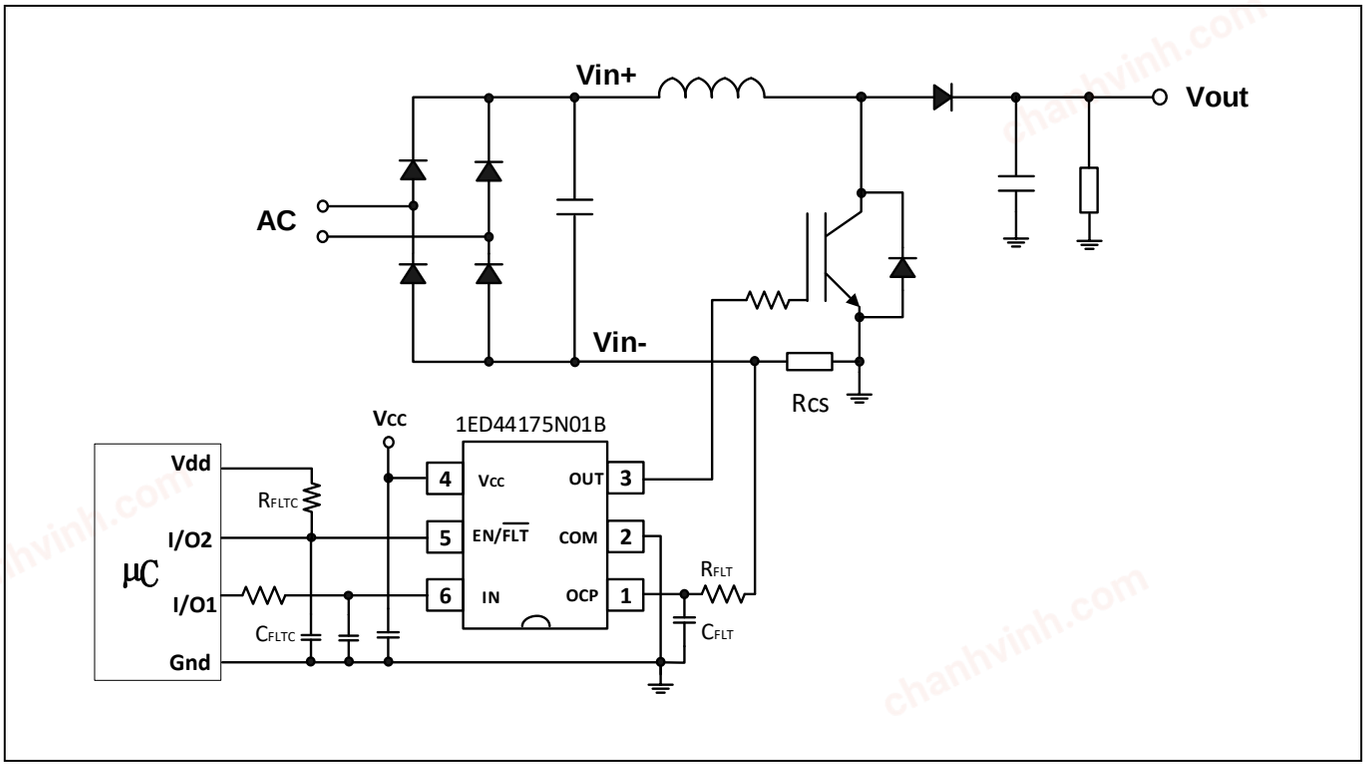
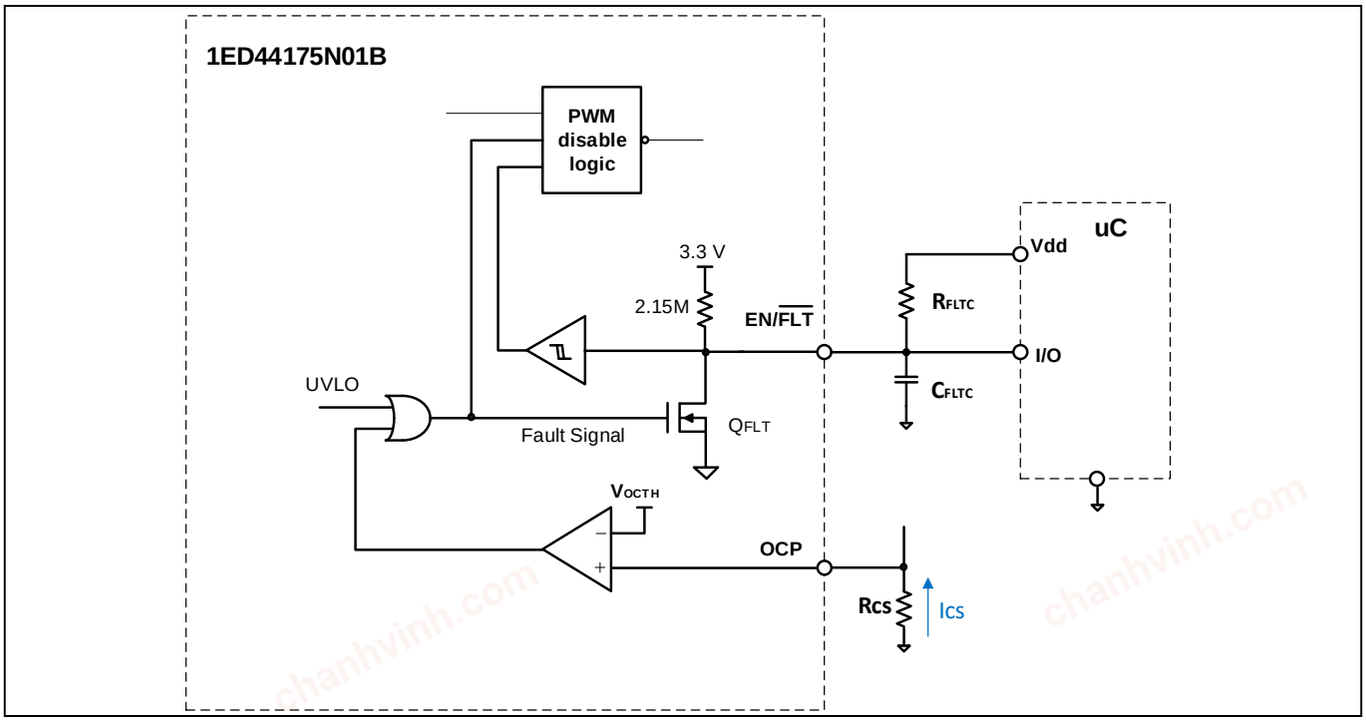

Figure 5 Application circuit example of active power factor correction (APFC) with R_{CS} for OCP
Figure 11 Diagram of the fault output circuit and fault clear time setup
- The R_{CS} should be connected between the pin of system ground and the input power return to detect short-circuit current (refer to Figure 5). An RC filter needs to be connected between the shunt resistor and the OCP pin if the internal blanking time is not sufficient to eliminate the noise.
Figure 5 shows a typical application circuit of 1ED44175N01B for the interface schematic with control signals connected directly to a XMC™ µC.
The length of the fault clear time period (t_{FLTC}) is determined by exponential charging characteristics of the capacitor where the time constant is set by R_{FLTC} and C_{FLTC}. Figure 11 and Figure 5 show that R_{FLTC} is connected between the external supply (V_{dd} = 3.3 V) and the EN/$\overline{FLT}$ pin, while C_{FLTC} is placed between the EN/$\overline{FLT}$ and COM pins. Actually the EN/$\overline{FLT}$ pin is pulled up to 3.3 V with a 2.15 MΩ pull-up resistor internally.